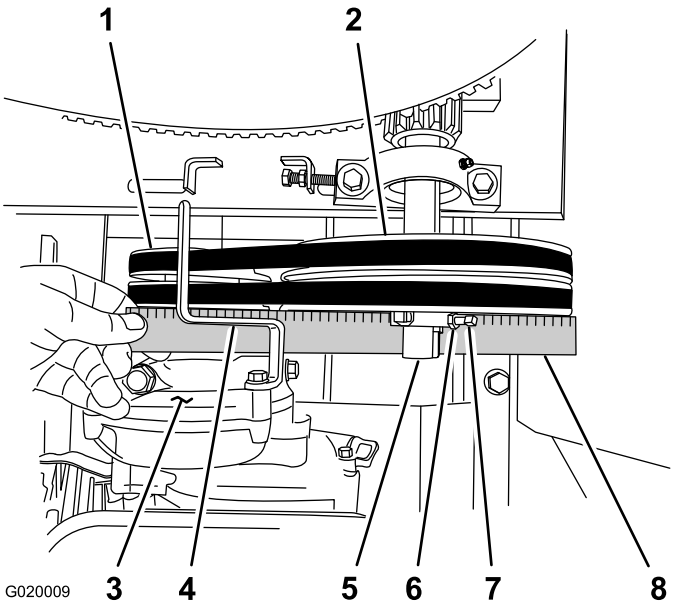

Figure 70
D. Align a straightedge across the engine pulley and the idler pulley (Figure 70).
E. If needed, pivot the engine on the engine deck until the engine pulley and the idler pulley are aligned to the straightedge (Figure 70).